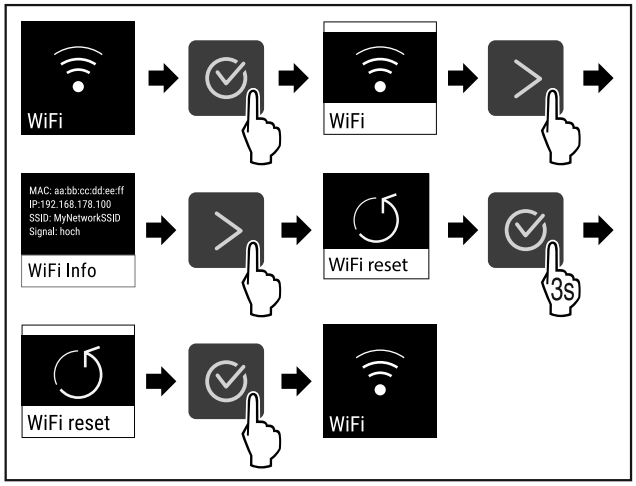

Fig. 88
▶ Suivre les étapes (voir Fig. 88) .